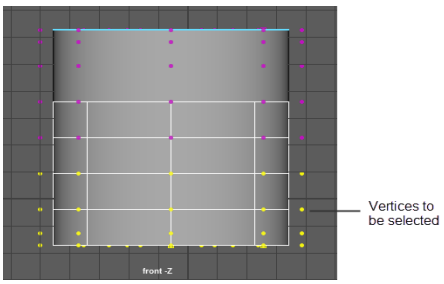
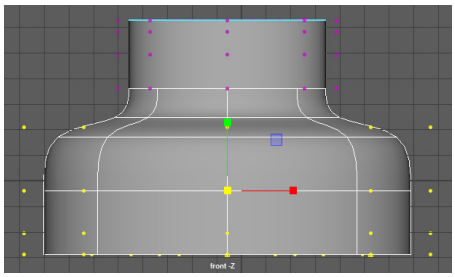

Figure 4-10 *Vertices to be selected*
Figure 4-11 *Scaling the selected vertices uniformly*
*You can make changes in the attached surfaces by using the **attachSurface1** tab in the **Attribute Editor**. To do so, choose **Window > Editors > General Editors > Attribute Editor** from the menubar; the **Attribute Editor** will be displayed. Choose the **attachSurface#** tab from the **Attribute Editor**; the attributes of the attached surface will be displayed, as shown in Figure 4-10. You can apply different styles on the surface by using the parameters in the **Attribute Editor**.*
3. In the front-Z viewport, press and hold the right mouse button on the *hat*; a marking menu is displayed. Choose **Control Vertex** from the marking menu; the vertex selection mode is activated. Now, select the vertices, as shown in Figure 4-10. Next, invoke **Scale Tool** from the Tool Box and scale up the vertices uniformly in the front-Z viewport, as shown in Figure 4-11.